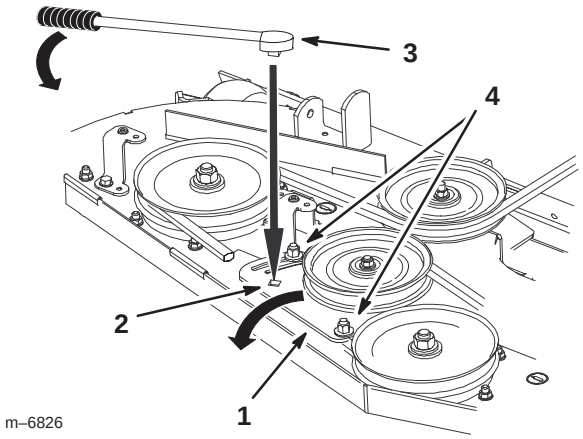

Figure 69
4. Loosen the nut securing the idler plate and move the idler plate to relieve the belt tension on the idler pulley, then remove the worn mower belt (Fig. 69).
5. If adjustment is required, loosen the mower idler plate and adjust it (Fig. 69).
6. Insert a ratchet or breaker bar into the square hole in the mower idler plate to adjust the tension (Fig. 69).
7. To increase belt tension, rotate the mower idler plate until resistance is felt and rotation stops. Do not go past when it stops (Fig. 69).
8. Tighten the idler plate bolts (Fig. 69).
10. Adjust the belt tension and the idler plate, if necessary, and tighten all hardware securely (Fig. 69).